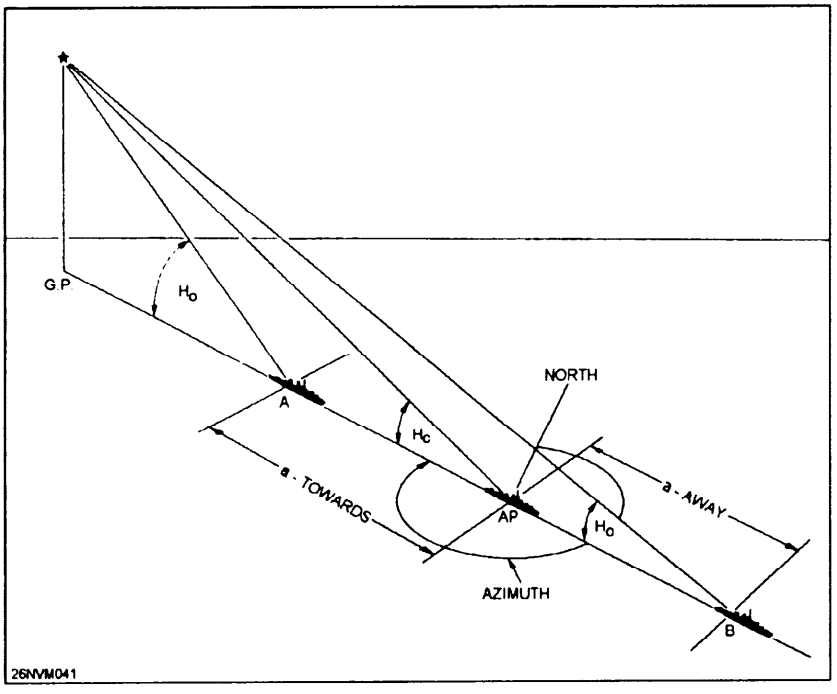

Figure 9-8. Determining a LOP.
Figure 9-8 illustrates the method used in establishing a single LOP by observing a star. An assumed position (AP) is selected according to certain requirements of convenience in calculating (described later). Observation of a star provides sextant altitude (hs). Sextant altitude is then corrected to obtain observed altitude (Ho). The star's altitude from the assumed position, called the computed altitude (Hc), and its azimuth angle are determined from tables by a procedure you will soon learn. The azimuth angle is then converted to azimuth. After selecting an AP, draw the azimuth through the AP. Along the azimuth, measure off the altitude intercept (difference between the observed altitude and the computed altitude). At the end of this measurement, draw a perpendicular line, which is the LOP. You must know whether altitude intercept (a) should be measured from AP toward the body or from AP measured away from the body. It is helpful to remember the initials Ho MO To, if Ho is more toward. This means that if Ho is greater than Hc measure altitude intercept (a) from AP toward the body. If Hc is greater than Ho measure altitude intercept (b) from AP away from the body.